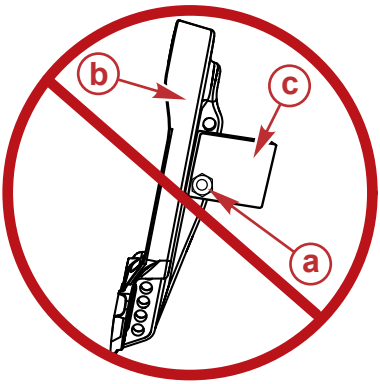

図 3
2. エンジン取り付けファスナーを使って、ボートに付属品を取り付けないでください。図3 を参照してください。